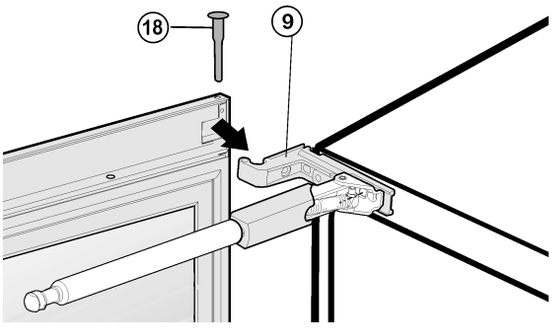

*Fig. 18*
- Deur bovenaan over de lagerbus *Fig. 18 (9)* houden en de lagerbouten *Fig. 18 (18)* insteken.